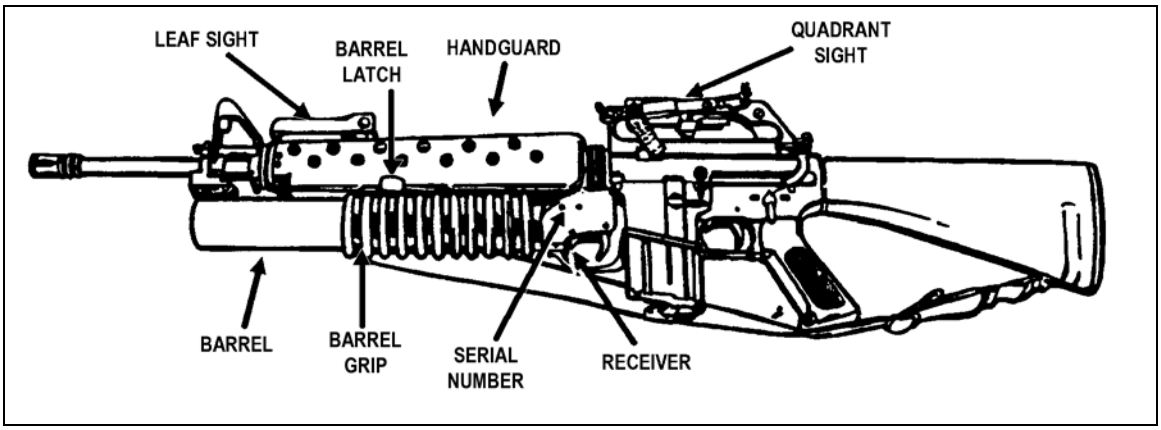
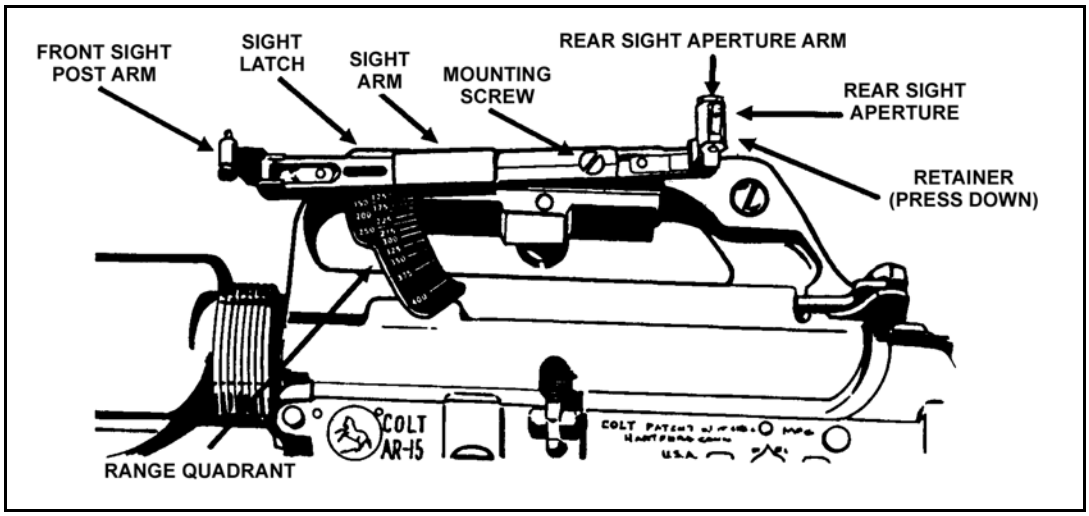

Figure 3-4. Components of the M203 grenade launcher.
Figure 3-5. Quadrant sight assembly.
Figure 3-4 shows the M203's major components, and the following paragraphs describe their purposes. The sight assemblies, the trigger and trigger guard, and the safety are shown in Figures 3-5 through 3-10.
a. **Handguard**. The handguard assembly houses the rifle barrel (Figure 3-4).
b. **Quadrant Sight Assembly**. The quadrant sight assembly, which attaches to the left side of the rifle's carrying handle, enables the grenadier to adjust for elevation and windage (Figure 3-4). This assembly consists of the sight, mounting screw, sight latch, rear sight aperture, sight aperture arm, front sight post, and sight post arm (Figure 3-5).
c. **Receiver Assembly and Serial Number**. The receiver assembly houses the firing mechanism and ejection system and supports the barrel assembly. On the left side of the receiver assembly is the launcher's serial number (Figure 3-4).
d. **Barrel Assembly**. The barrel assembly holds the cartridges ready for firing and directs the projectile (Figure 3-4).
e. **Barrel Latch**. On the left side of the barrel is a latch that locks the barrel and receiver together (Figure 3-4). To open the barrel, depress the barrel latch and slide the barrel forward.